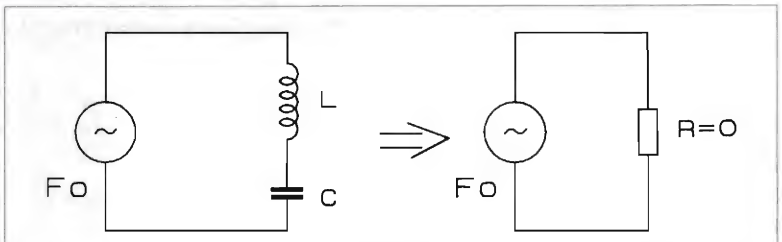

figura 3 - Risonanza in un circuito LC in serie ($X_L = X_C$)
- circuito LC in serie: alla frequenza di risonanza si comporta come un circuito avente resistenza nulla (vedi figura 3).